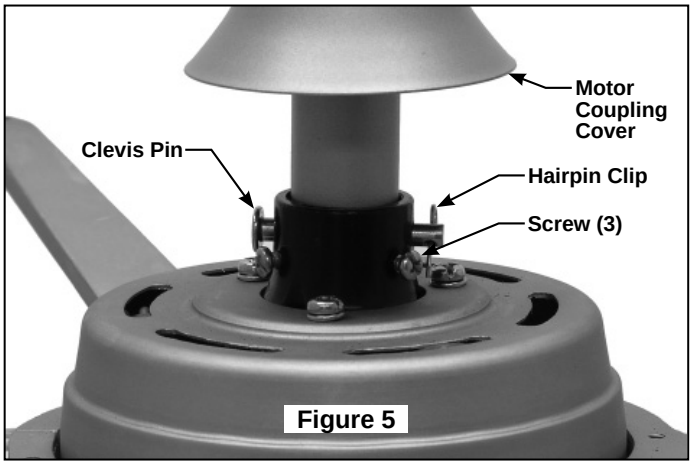

Figure 5
6. Loosen the three setscrews in the Downrod Support. Align the Clevis Pin holes in the Downrod with the holes in the Downrod Support. Install the Clevis Pin and secure with the Hairpin Clip. (Figure 5) Be sure to push the straight leg of the hairpin clip through the hole near the end of the clevis pin until the curved portion of the hairpin clip snaps around the clevis pin. The hairpin clip must be properly installed to prevent the clevis pin from working loose. Pull on the Downrod to make sure the clevis pin is properly installed.
9. While pulling up on the hanger ball, securely tighten the three setscrews in the downrod support. (Figure 5)